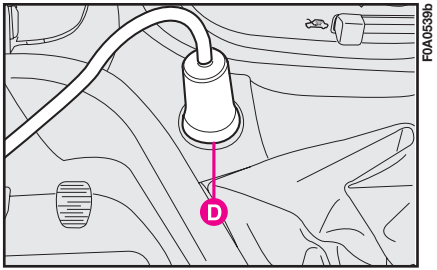
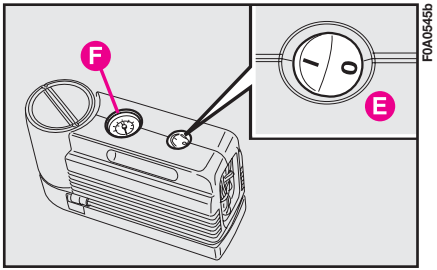

fig. 16e
fig. 16f
– s'assurer que l'interrupteur **E-fig. 16f** du compresseur se trouve en position **0** (éteint), lancer le moteur, insérer la fiche **D-fig. 16e** dans la prise de courant la plus proche et actionner le compresseur en déplaçant l'interrupteur **E-fig. 16f** en position **I** (allumé). Gonfler le pneu à la pression préconisée au paragraphe "Pression de gonflage" du chapitre "Caractéristiques Techniques". Pour obtenir une lecture plus précise, il est conseillé de vérifier la valeur de pression sur le manomètre **F** le compresseur éteint;